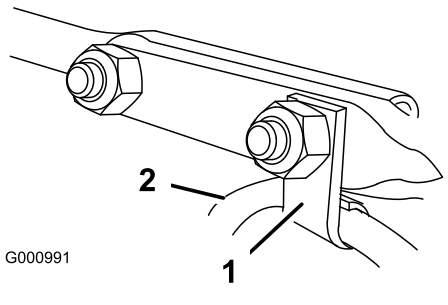

Figur 12
6. Sæt den kabelklemme, der støtter deflektorkablet, fast på bræddebolten til fremadkørsel, og fastgør bræddeboltene med låsemøtrikkerne fra posen med løse dele (Figur 12).